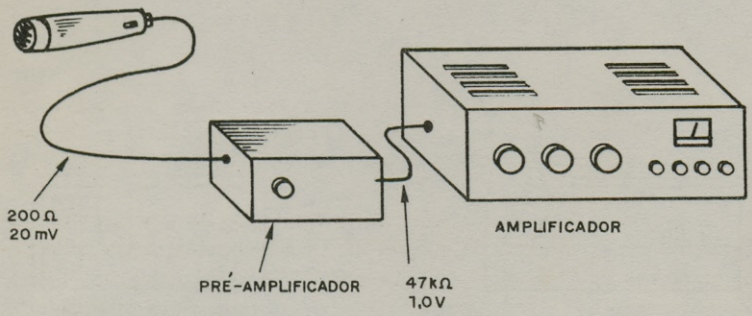

Figura 2
a) O pré-amplificador adapta as características da fonte de sinal as características da entrada do amplificador. Por exemplo, se o sinal vier a partir de uma baixa impedância como no caso de um microfone dinâmico o pré-amplificador além de elevar a intensidade deste sinal o entrega como se fosse uma alta-impedância o que permite uma melhor adaptação às características do amplificador. O sinal pode ser totalmente transferido ao amplificador com melhor rendimento para o mesmo (figura 2).